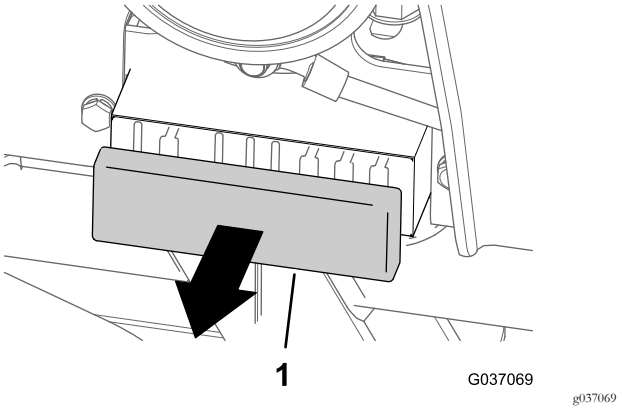

Figura 36
1. Retire a cobertura do bloco de fusíveis (Figura 36).
3. Instale a cobertura no bloco de fusíveis (Figura 36).